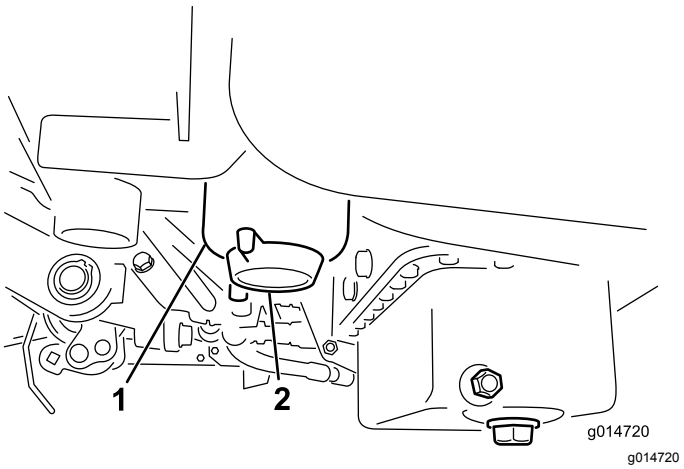

**Rysunek 34**
3. Odkręć korek spustowy na filtrze paliwa, wykonując około jeden obrót, i zlej całą zgromadzoną wodę (Rysunek 34). Zakręć korek po spuszczeniu wody.